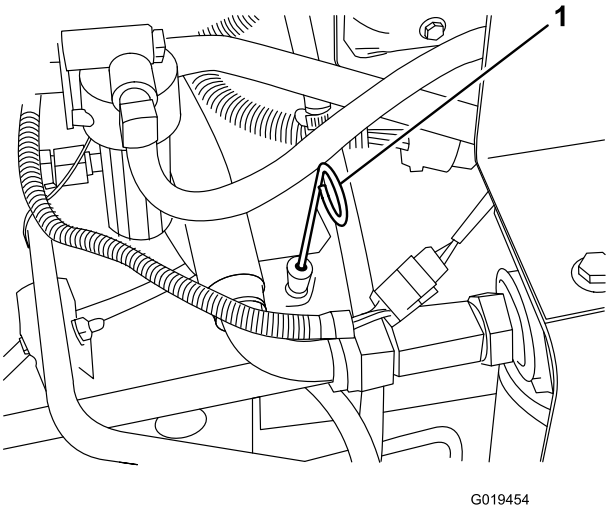

Bild 29
2. Nehmen Sie den Ölpeilstab (Bild 29) heraus, wischen Sie ihn ab und setzen Sie ihn wieder ein. Ziehen Sie ihn heraus und prüfen Sie den Ölstand am Ölpeilstab: Der Ölstand sollte an die VOLL-Marke am Ölpeilstab reichen.